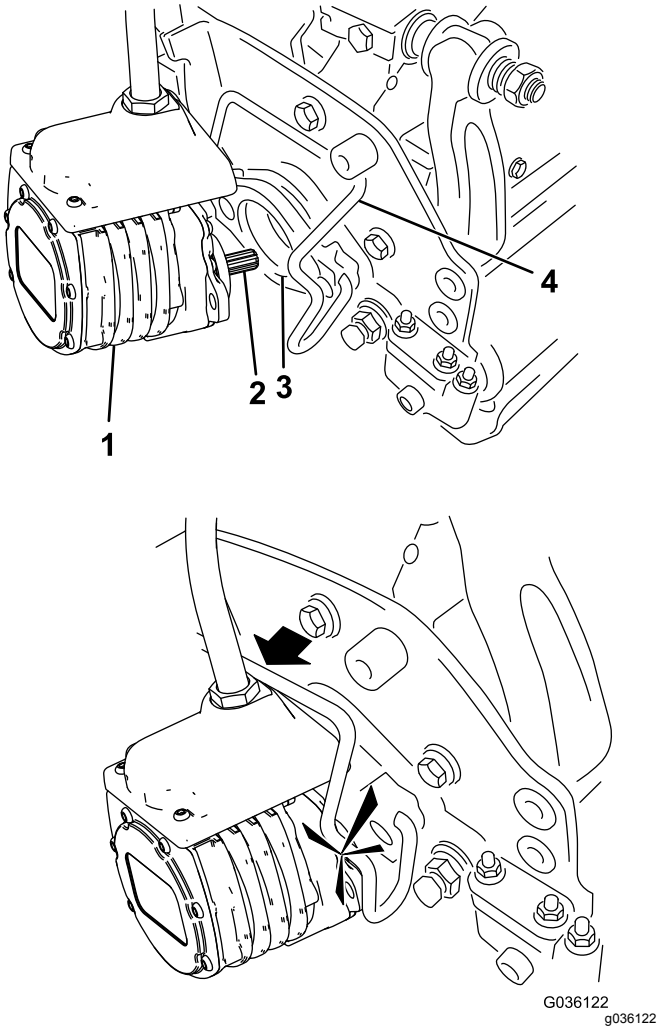

Rysunek 50
6. Nasmaruj wał z wypustem silnika zespołu tnącego cienką warstwą smaru (Rysunek 50).
7. Umieść silnik po lewej stronie jednostki tnącej (patrząc ze stanowiska operatora) i pociągnij pręt mocujący silnik na jednostce tnącej w kierunku silnika, aż do usłyszenia charakterystycznego kliknięcia po obu stronach silnika (Rysunek 50).